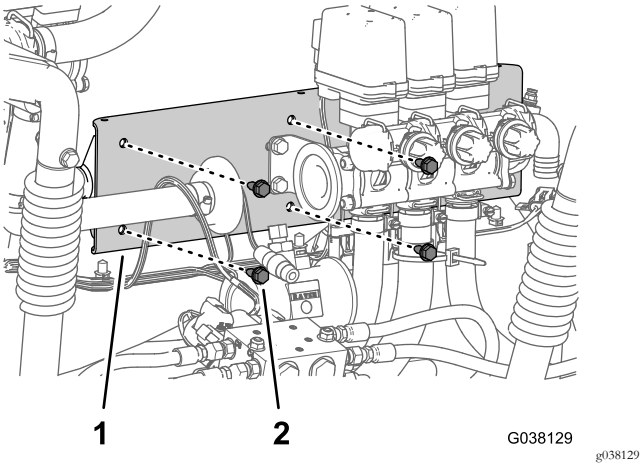

Figura 18
1. Retire os 2 parafusos de cabeça flangeada (5/16 pol. x ¾ pol.) que prendem o suporte da válvula de secção à montagem da válvula de secção (Figura 18).